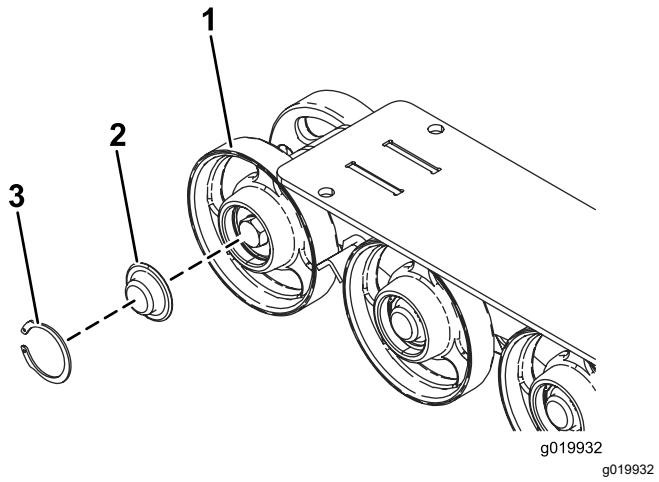

Figuur 49
5. Verwijder de snapring en dop van een wegwiel (Figuur 49).
6. Controleer het smeervet onder de dop en rond de pakking (Figuur 49). Als er geen vet is als het vet vuil of zanderig is, verwijder dan al het vet, vervang de pakking en breng nieuw smeervet aan.
8. Plaats de ingevette wegwieldop op de kop van de bout (Figuur 49).
9. Zet de wegwieldop vast met de snapring (Figuur 49).